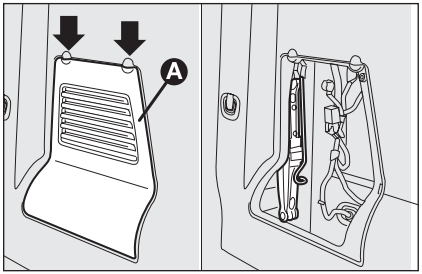

fig. 2 F0P0294m
- ❒ On certain versions to take the jack you have to open the protection lid **A-fig. 2**;